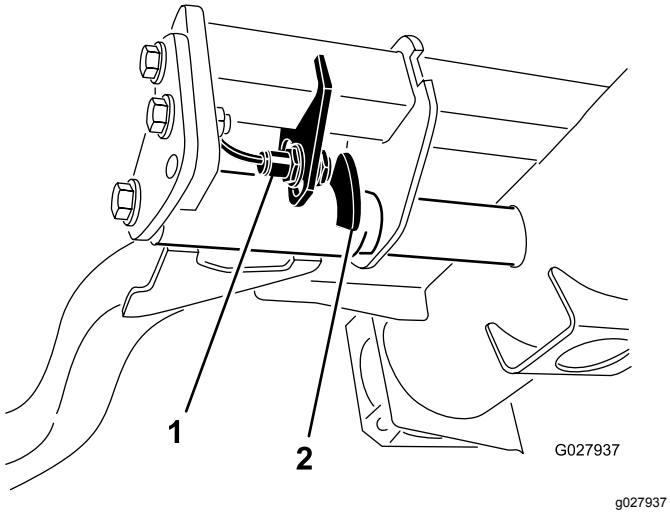

Figur 30
2. Løftearmskontakten er placeret under hydrauliktanken bag løftearmen forrest til højre (Figur 30).
3. Løsn kontaktens monteringsskruer (Figur 30), og flyt kontakten ned for at forøge løftearmens drejehøjde, eller flyt kontakten op for at mindske løftearmens drejehøjde.